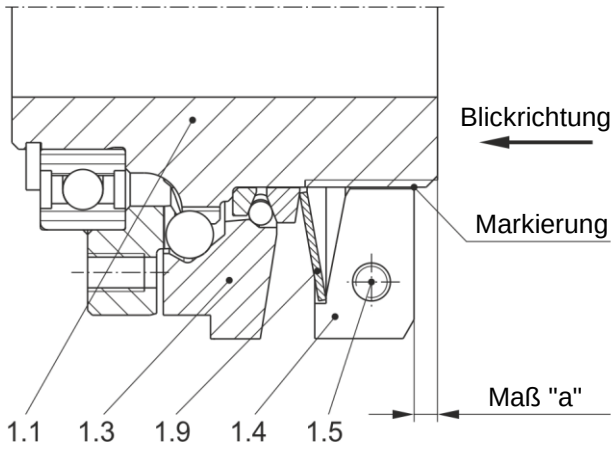
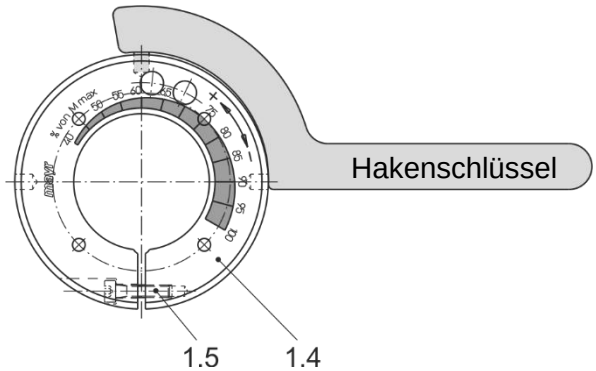
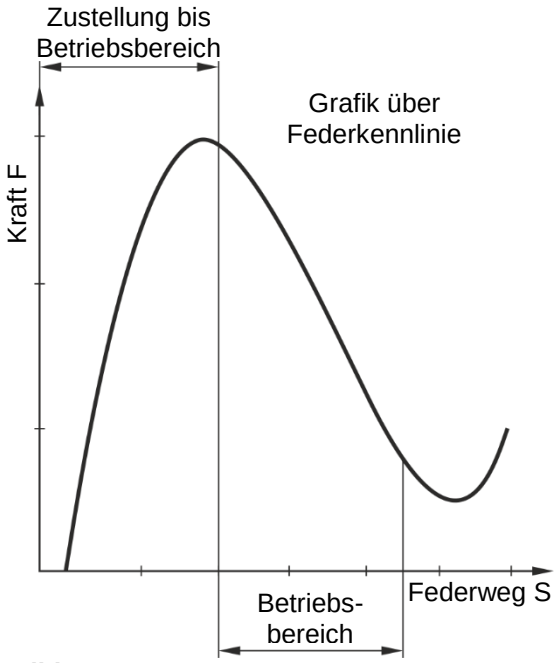

Bild 5
Bild 6
Bild 7
Die eingebauten Tellerfedern (1.9) werden im negativen Bereich der Kennlinie (siehe Bild 7) betrieben, d. h. eine stärkere Vorspannung der Tellerfeder bewirkt ein Absinken der Federkraft.
Eine Kontrolle **"Federeinsatz im Betriebsbereich"** (Bild 7) kann über das Maß "a" (Abstand der Stirnflächen von Einstellmutter (1.4) und Nabe (1.1), wie in Bild 5 dargestellt) vorgenommen werden.
> Blickrichtung auf die Einstellmutter (1.4) wie in Bild 5 und Bild 6.
c) Einstellmutter (1.4) anhand der eingeprägten Einstellskala (Bild 6) im oder gegen den Uhrzeigersinn mit Hilfe eines Haken- oder Stirnlochschlüssels verdrehen, bis das gewünschte Drehmoment eingestellt ist.
d) Das gewünschte Drehmoment ergibt sich aus der Überdeckung der Markierung an der Nabe (1.1) und der Prozentangabe auf der Einstellmutter (Pos. 1.4 / Bild 5 und 6).
> Ein Verstellen der Einstellmutter (1.4) bzw. Verspannen der Tellerfeder (1.9) außerhalb des Betriebsbereichs der Tellerfederkennlinie (siehe Bild 7) setzt die Kupplung außer Funktion.